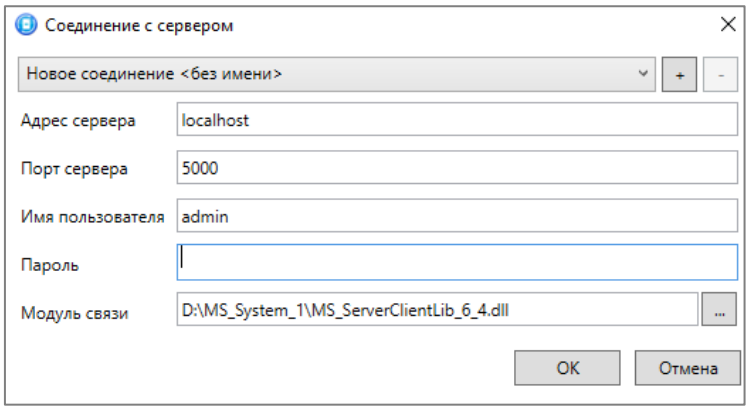

Рисунок 4.11 — Подключение к серверу STEMAX
**Шаг 1:** установите подключение к серверу STEMAX. Для этого в меню *Файл* выберите *Подключиться к серверу ПЦН* **или** нажмите кнопку . В окне авторизации (см. рисунок 4.11) введите данные в соответствии с таблицей 2.1 и нажмите кнопку *ОК*.